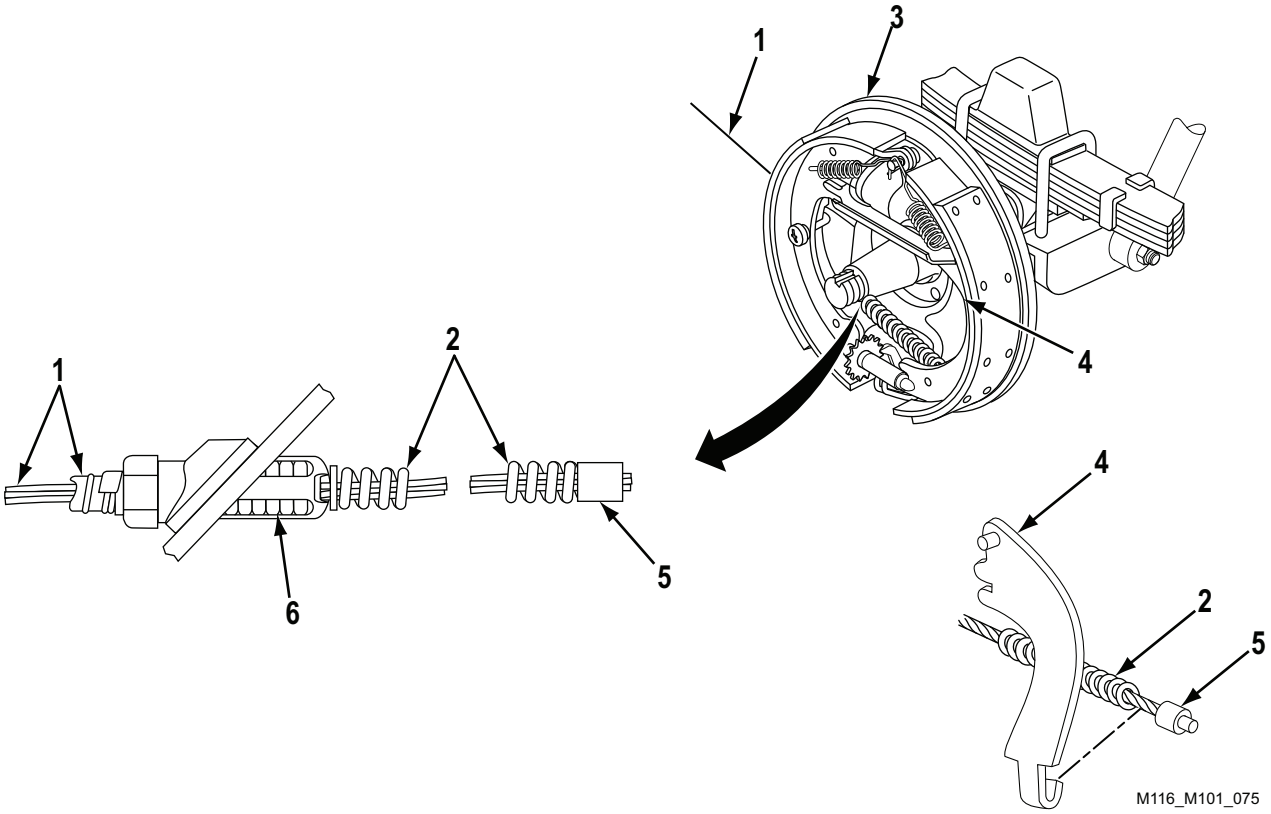

Figure 1. Handbrake Cable Assembly Removal.
1. At wheel brake, pull spring (Figure 1, Item 2) away from swaged sleeve (Figure 1, Item 5) and unhook swaged sleeve (Figure 1, Item 5) of handbrake cable assembly (Figure 1, Item 1) from lever (Figure 1, Item 4).
2. Compress lock tabs (Figure 1, Item 6).
3. Remove handbrake cable assembly (Figure 1, Item 1) from lever (Figure 1, Item 4) through backing plate (Figure 1, Item 3).